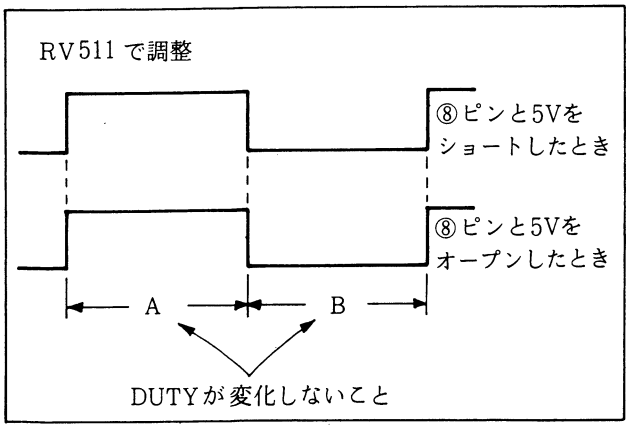

図5-16. (A)FGアンプ直流バイアス調整 (2)
(2) IC506の⑧ピン(TP514)と5V(TP507)のショートとオープンをくり返しながらCH1の波形のDUTY(AとBの比)が変化しないようにRV511で調整する。(図5-16参照)